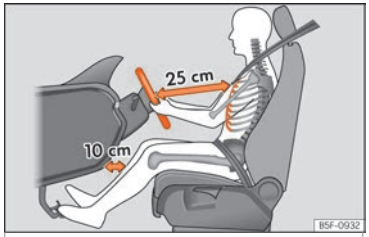
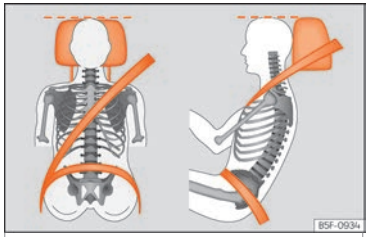

Fig. 82 The correct distance between the driver and the steering wheel must be at least 25 cm (10 inches).
Fig. 83 Correct belt web and head restraint positions
- Adjust the head restraint so that its upper edge is at the same level as the top of your head, or as close as possible to the same level as the top of your head and under no circumstances below eye level. Keep the back of your neck as close as possible to the head restraint ››› Fig. 82 and ››› Fig. 83.
- Adjust the steering wheel so that there is a distance of at least 25 cm (10 inches) between it and your chest ››› Fig. 82 and so that you can hold the steering wheel with both hands on the outside of the ring at the 9 o'clock and 3 o'clock positions with your arms slightly bent.
- Adjust the driver seat forwards or backwards so that you are able to press the accelerator, brake and clutch pedals to the floor with your knees slightly angled and the distance between your knees and the dash panel is at least 10 cm (4 inches) ››› Fig. 82.